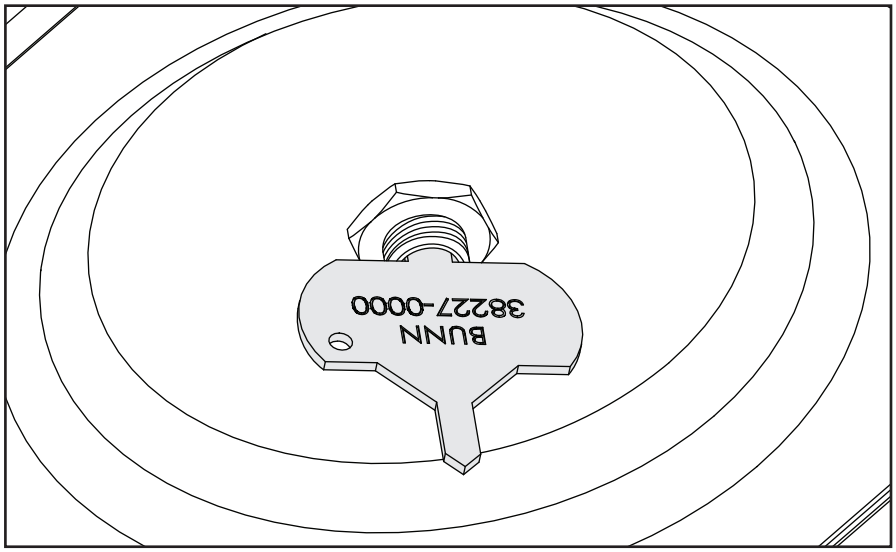

РИСУНОК 2
3. Вставьте длинный конец инструмента для очистки распылительной головки в соединение распылительной головки, чтобы удалить из него все минеральные остатки (см. рис. 2).